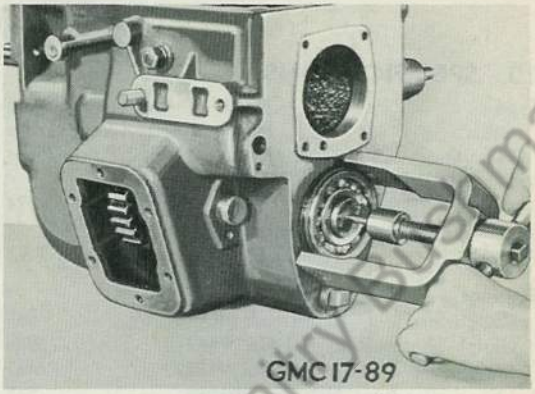

Fig. 7 Pulling Countershaft from Case
1. Remove countershaft rear bearing cap (51) and take out bearing retaining screws and retaining washer.
2. Install puller (J-1868) on end of countershaft as illustrated in Fig. 7 and pull countershaft towards rear far enough to permit removal of rear bearing. Rear bearing may be removed from mainshaft with puller J-1868 in same manner as mainshaft rear bearing. (See Fig. 3.) Countershaft can now be removed by tilting forward end upwards in same manner as mainshaft.
3. If front countershaft bearing (42) remains in case, when countershaft is removed, snap ring (41) and plug (40) can be removed from front of case to facilitate removal.